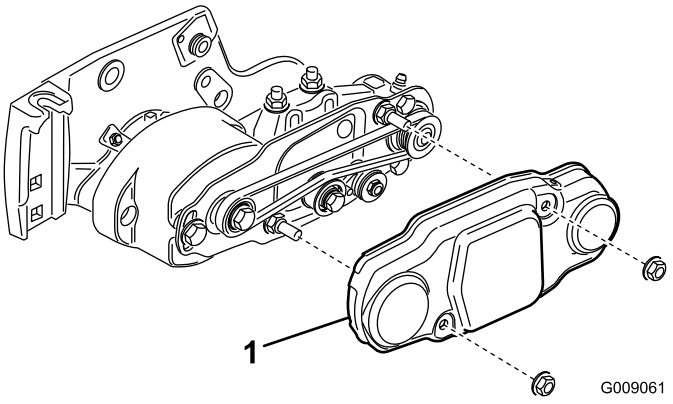

Figura 15
3. Retire as porcas de montagem da cobertura das escovas de rolo (2) e retire o resguardo (Figura 15).